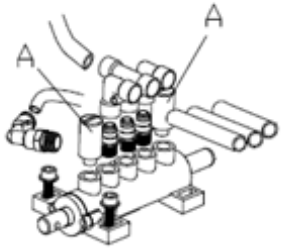

Fig 13
2. Desaperte os silenciadores das válvulas (A) que pertencem ao pedal de abertura e fecho dos mordentes e ao pedal do separador de talão; (Fig. 13)
3. Limpe os silenciadores com ar comprimido e, se estiverem danificados, substitua-os consultando a lista de peças sobresselentes. (Fig 13)